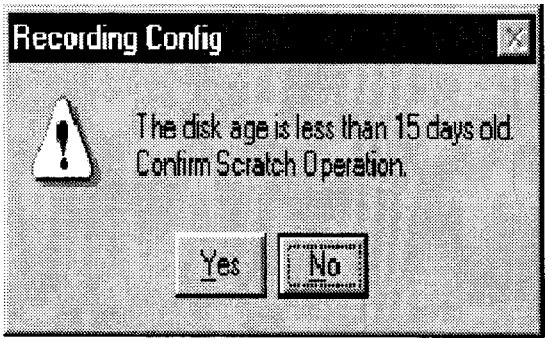

FIGURE 4-73. CDR 15 DAY WARNING WINDOW
(1) Place the cursor in the appropriate checkbox in the Scratch CDR Data Area column and click. An “x” in the box indicates the request to scratch; a blank box indicates writing on the disk (if available) beginning at the last recorded position.
(2) A warning is displayed if the user attempts to scratch a disk less than 15 days old (Figure 4-73).